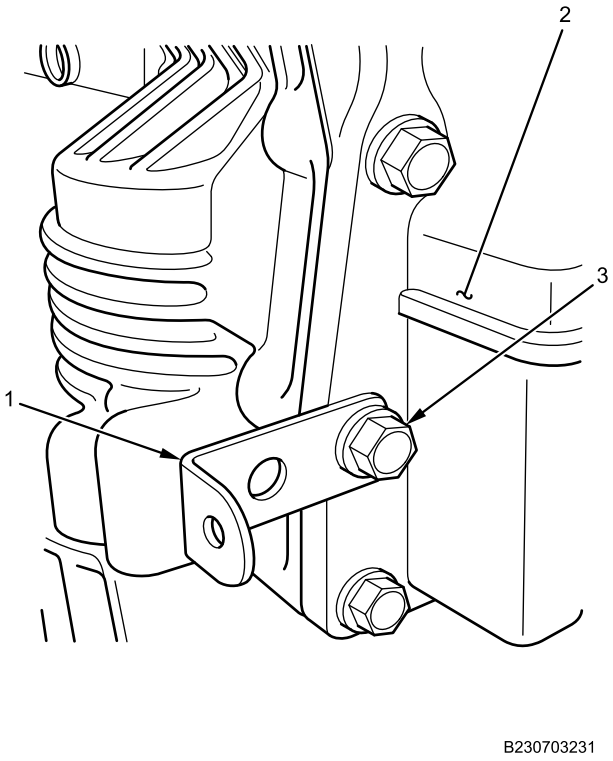

Figure 16. Bracket Removal.
3. Remove bolt (Figure 16, Item 3) and bracket (Figure 16, Item 1) from transmission (Figure 16, Item 2).